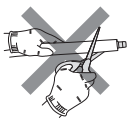

Fig. 1
- Do not cut the drain hose of the unit. (Fig. 1)
1) Cut the copper pipe as straight as possible with a pipe cutter. (Fig. 1, 2)